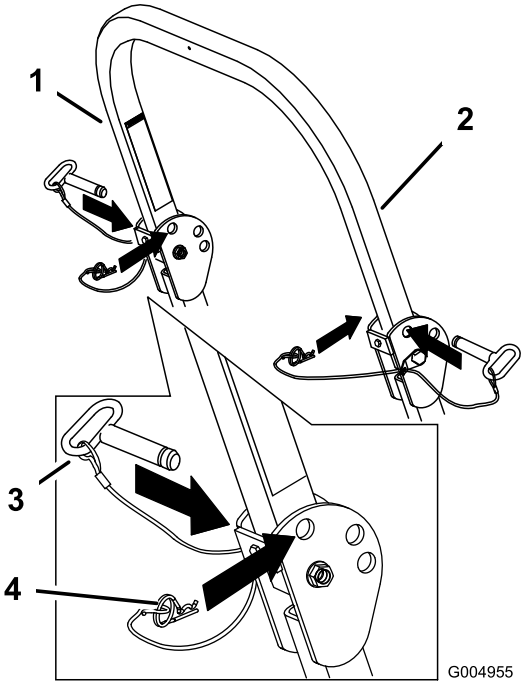

Figur 9
1. Fjern hårnålssplintpinnene og fjern de to pinnene (Figur 9).
3. Monter de to pinnene og fest dem med hårnålssplintpinnene (Figur 9).
4. Fjern hårnålssplintpinnene og fjern de to pinnene for å heve veltebøylen (Figur 9).
5. Hev veltebeskyttelsen til oppreist stilling og monter de to pinnene og fest dem med hårnålssplintpinnene (Figur 9).